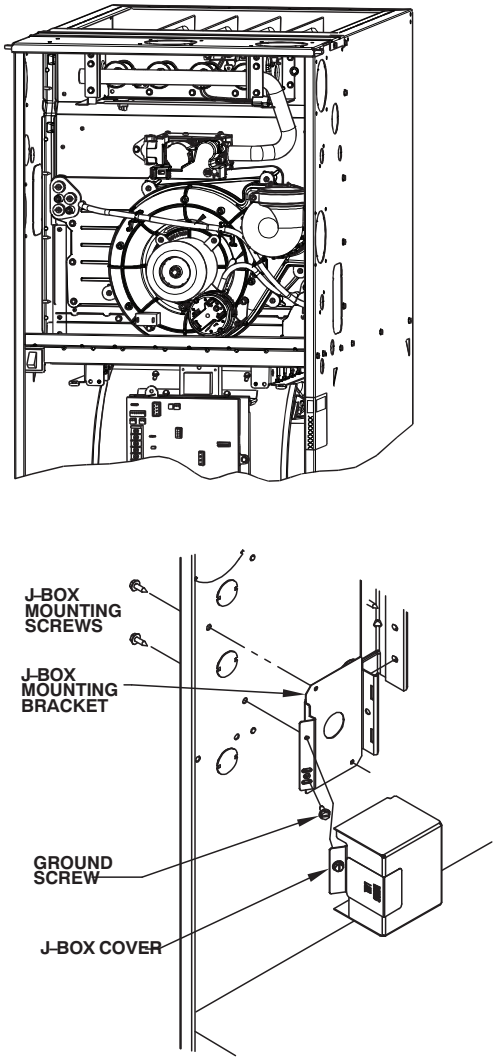

Fig. 31 - Installing J-Box (When Used)
Align the J-Box mounting bracket against the inside of the casing and secure the mounting bracket with the screws. (See Fig. 31.)
6. Connect field ground wire and factory ground wire to green ground screw on J-Box mounting bracket as shown in Fig. 31.
1. Install J-Box mounting bracket to inside of furnace casing. (See Fig. 31.)
5. Connect field ground wire and factory ground wire to green ground screw on J-Box mounting bracket as shown in Fig. 31.
7. Attach furnace J-Box cover to mounting bracket with screws supplied in loose parts bag. Do not pinch wires between cover and bracket. (See Fig. 31).
1. Install J-Box mounting bracket to inside of furnace casing. See Fig. 31.
4. Connect field ground wire and factory ground wire to green ground screw on J-Box mounting bracket as shown in **Fig. 31.**